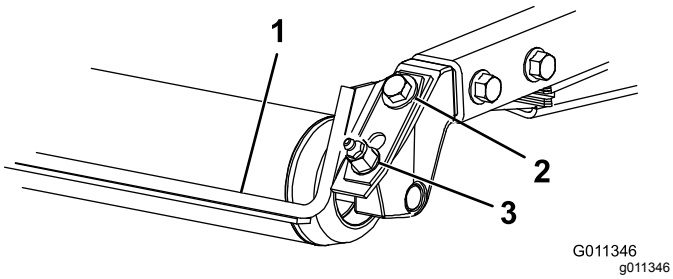

Figura 9
1. Afloje el engrasador y el tornillo de montaje (Figura 9).